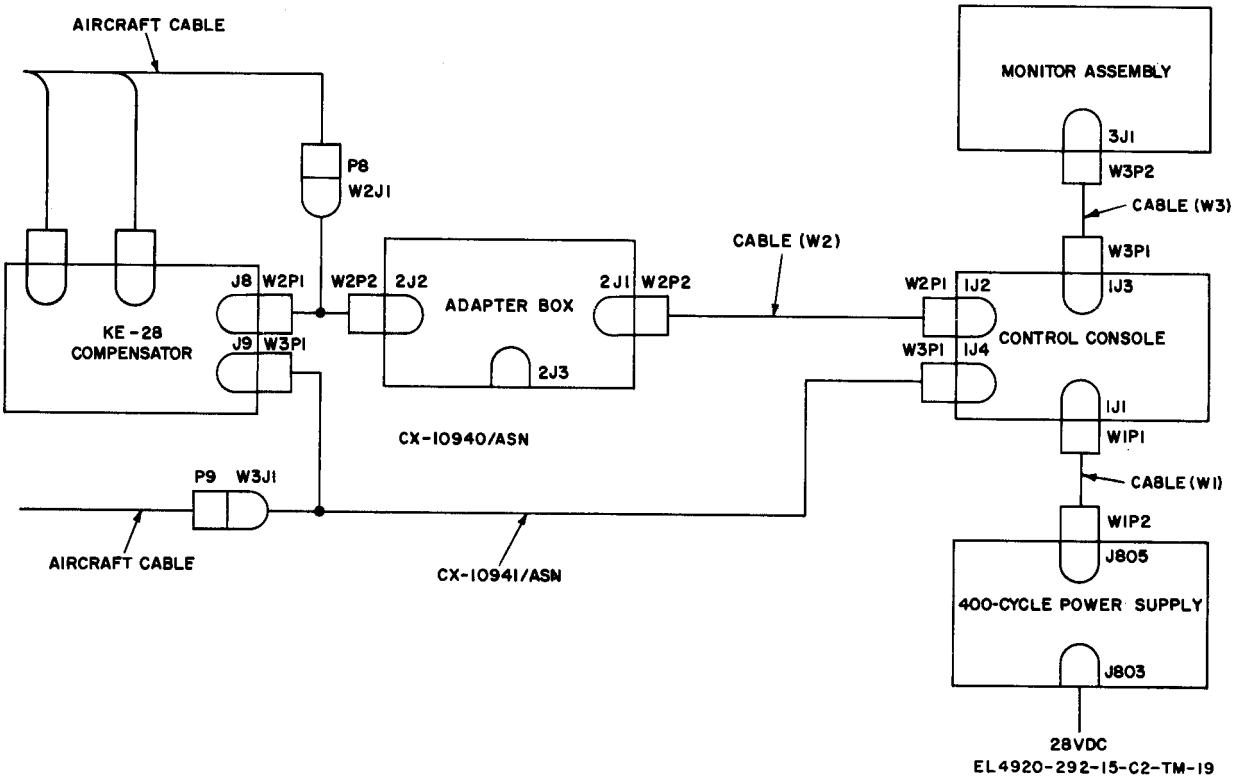

Figure 9-18. Adapter cable interconnection for system compass swing on MA-1.
(1) Disconnect the CX-10939/ASN from cable (W2).
(2) Connect the compass calibrator to the aircraft compass system in accordance with figure 9-18.
(3) Apply power to the compass system.
(4) Set the control console switches as follows: